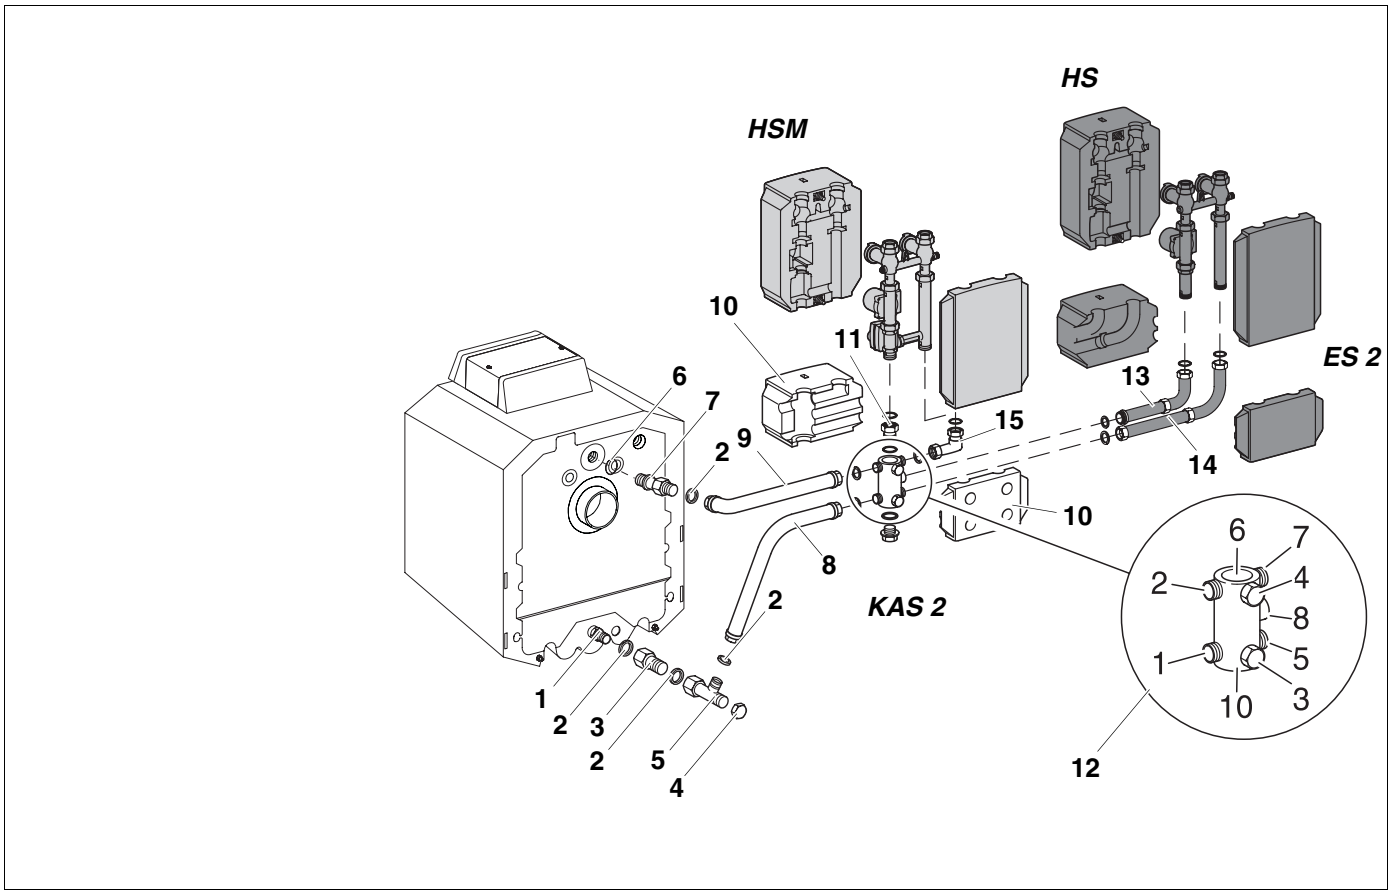

Afb. 7 Zijdelings haaks, links van de ketel
- Schroef de pompgroep met (HSM) of zonder mengklep (HS) conform afb. 7 vast.
- Monteer de bocht aan de dichting (lange been) (afb. 7).
- Monteer de bocht met de dichting (korte been) (afb. 7).